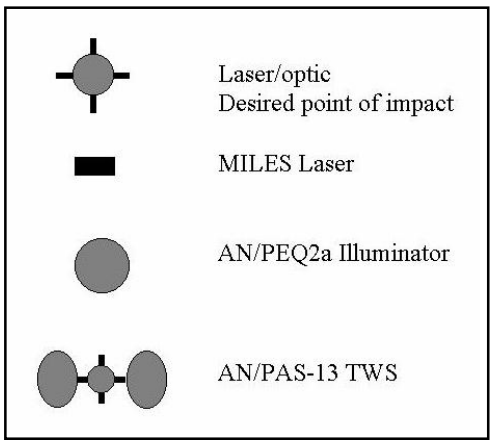

Figure H-1. 10-meter target offset symbols.
c. Place the appropriate symbol or mark (Figure H-1).